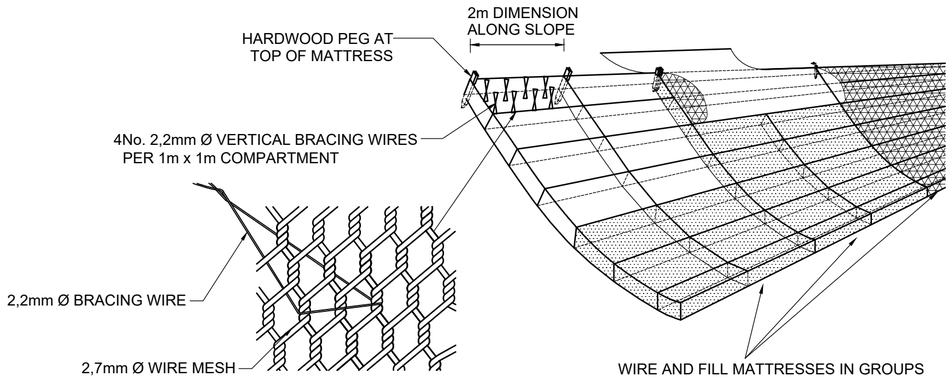

FIGURE 5
3. ON SLOPES, THE MATTRESS SHOULD BE LAID WITH THE 2,0m DIMENSION ALONG THE SLOPE, NOT UP AND DOWN IT. WHEN THE MATTRESS IS LAID ON A SLOPE STEEPER THAN 1:1,5, IT SHOULD BE SECURED BY HARDWOOD PEGS DRIVEN INTO THE GROUND JUST BELOW THE UPPER END PANEL, AT 2,0m CENTRES (FIGURE 5).